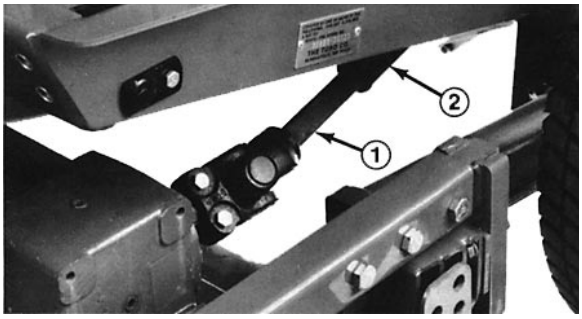

Afbeelding 7
5. Stop de motor en verwijder de maai-eenheid van de tractie-eenheid en het draagframe, waarbij het mannelijke en vrouwelijke deel van de aftakas gescheiden worden (Afb. 7).